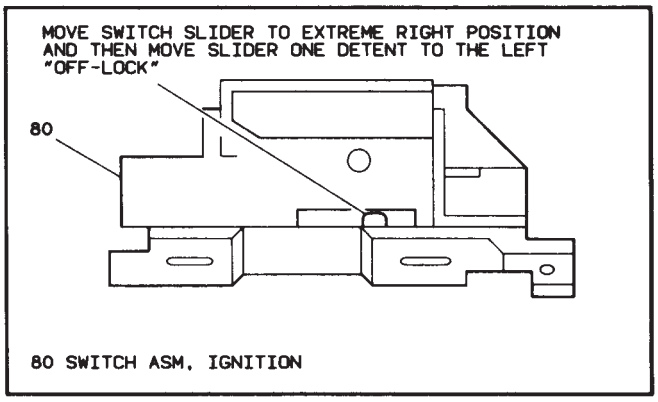

Figure 22 – Adjusting Ignition Switch
12. Bearing adapter retainer (86).
13. Lower bearing adapter clip (87).
NOTICE: Install ignition switch (80) to jacket (72) with switch in "OFF-LOCK" position. (See Figure 22) New ignition switch will be pinned in "OFF-LOCK" position. Remove plastic pin after switch is assembled to column. Failure to do so may cause switch damage.
- Ignition switch assembly (80). (See figure 22)
14. Ignition switch asm (80) and flat head screw (81).
- Ignition switch assembly (80). (See Figure 22)
1. Ignition switch assembly (80) and flat head screw (81).